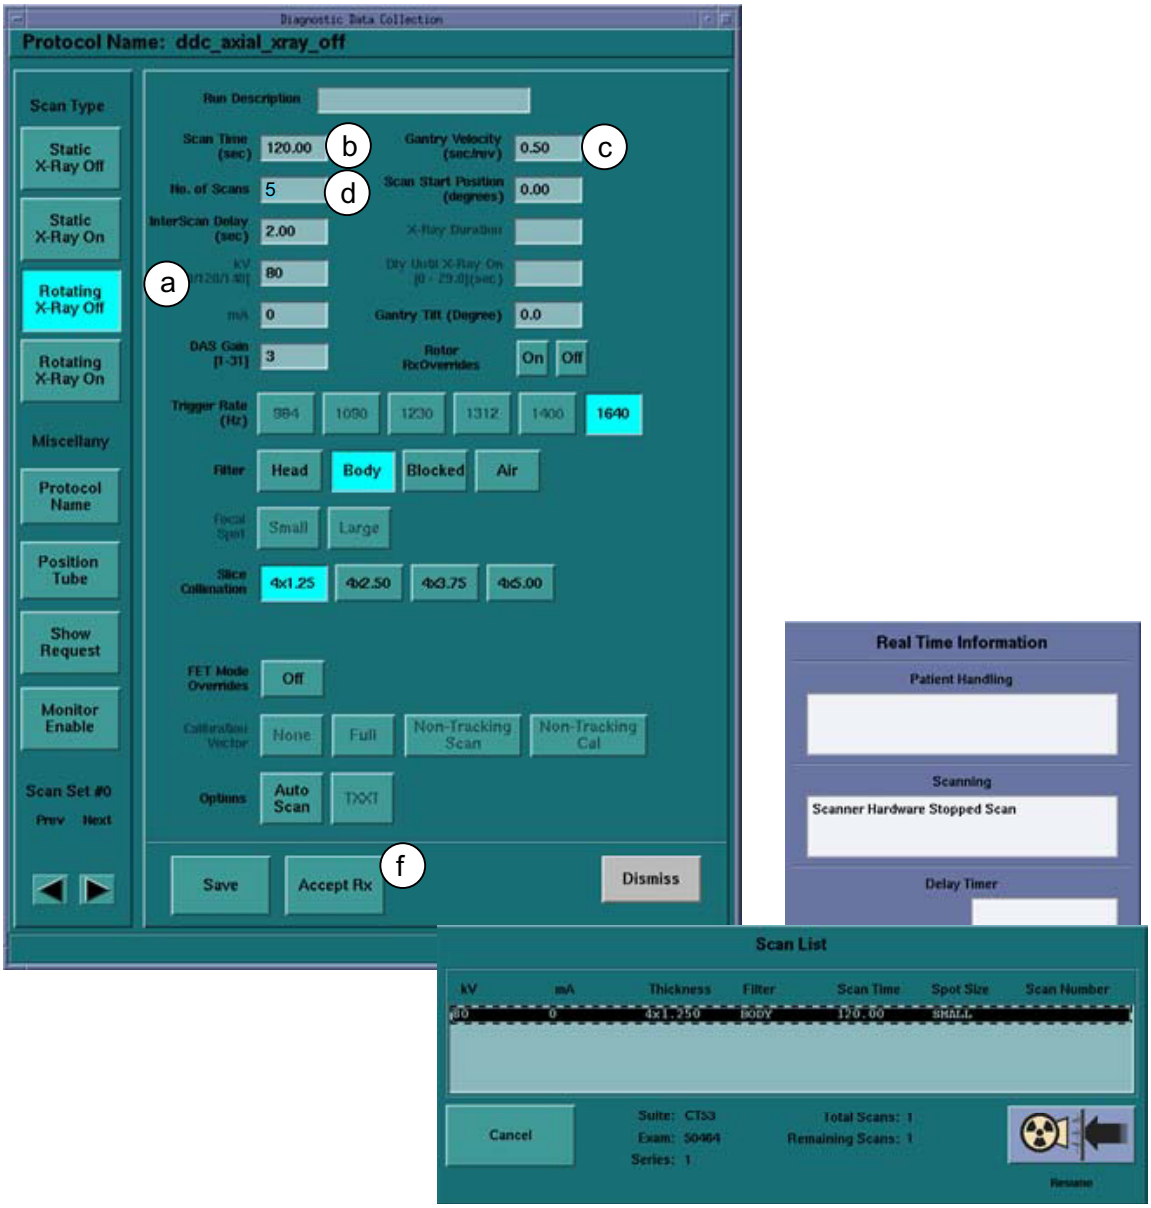

Figure 12-43 DDC Tool
2.) Prepare System for DDC Scan. Refer to Figure 12-43.